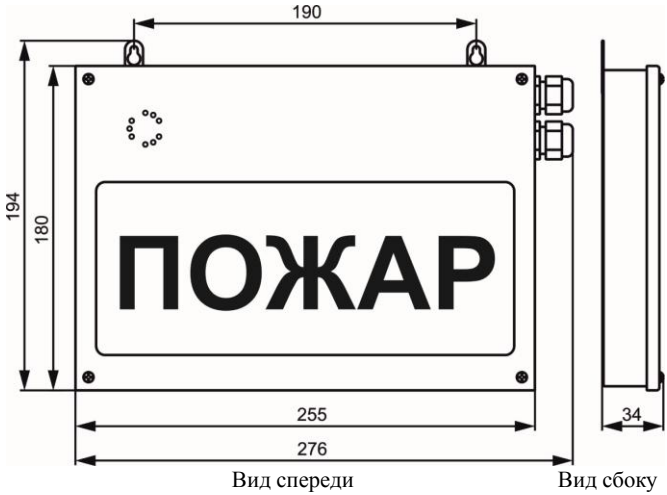

Рис. 1 Внешний вид, габаритные и установочные размеры корпуса оповещателя
Габаритные размеры, мм	см.рисунок 1
- согласно установочным размерам (см. рисунок 1) просверлить в стене два отверстия, вставить в них дюбеля и вкрутить шурупы;